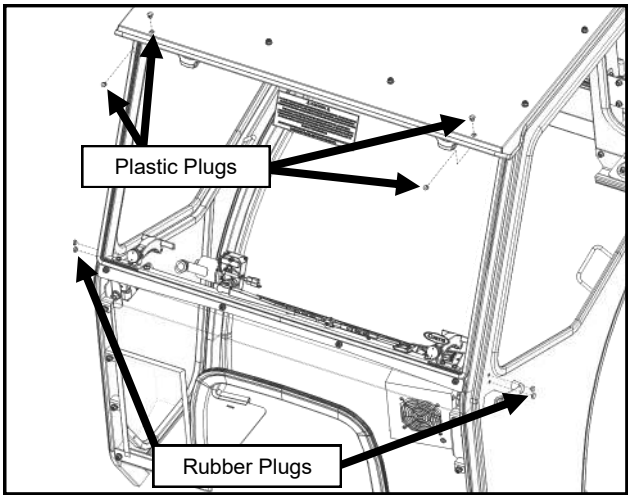

Fig. 26.1 (Install Plugs)
26.1 If installing accessories, please do so now. If not, use the supplied plugs to fill any exposed holes. See Figure 26.1.